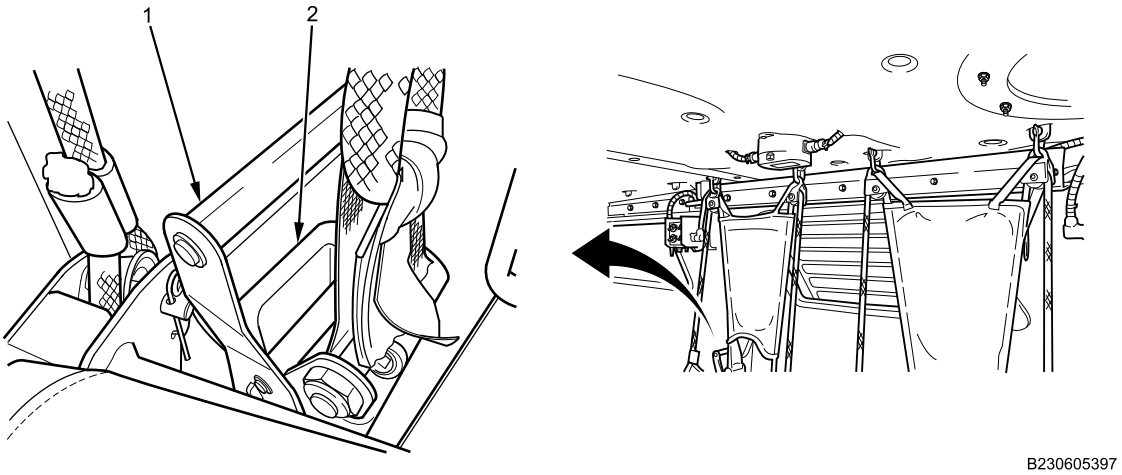

Figure 3. Seat Rope Tension Latch.
3. Grasp tension lever (Figure 3, Item 1), lift up on tension latch (Figure 3, Item 2), and lower tension lever.